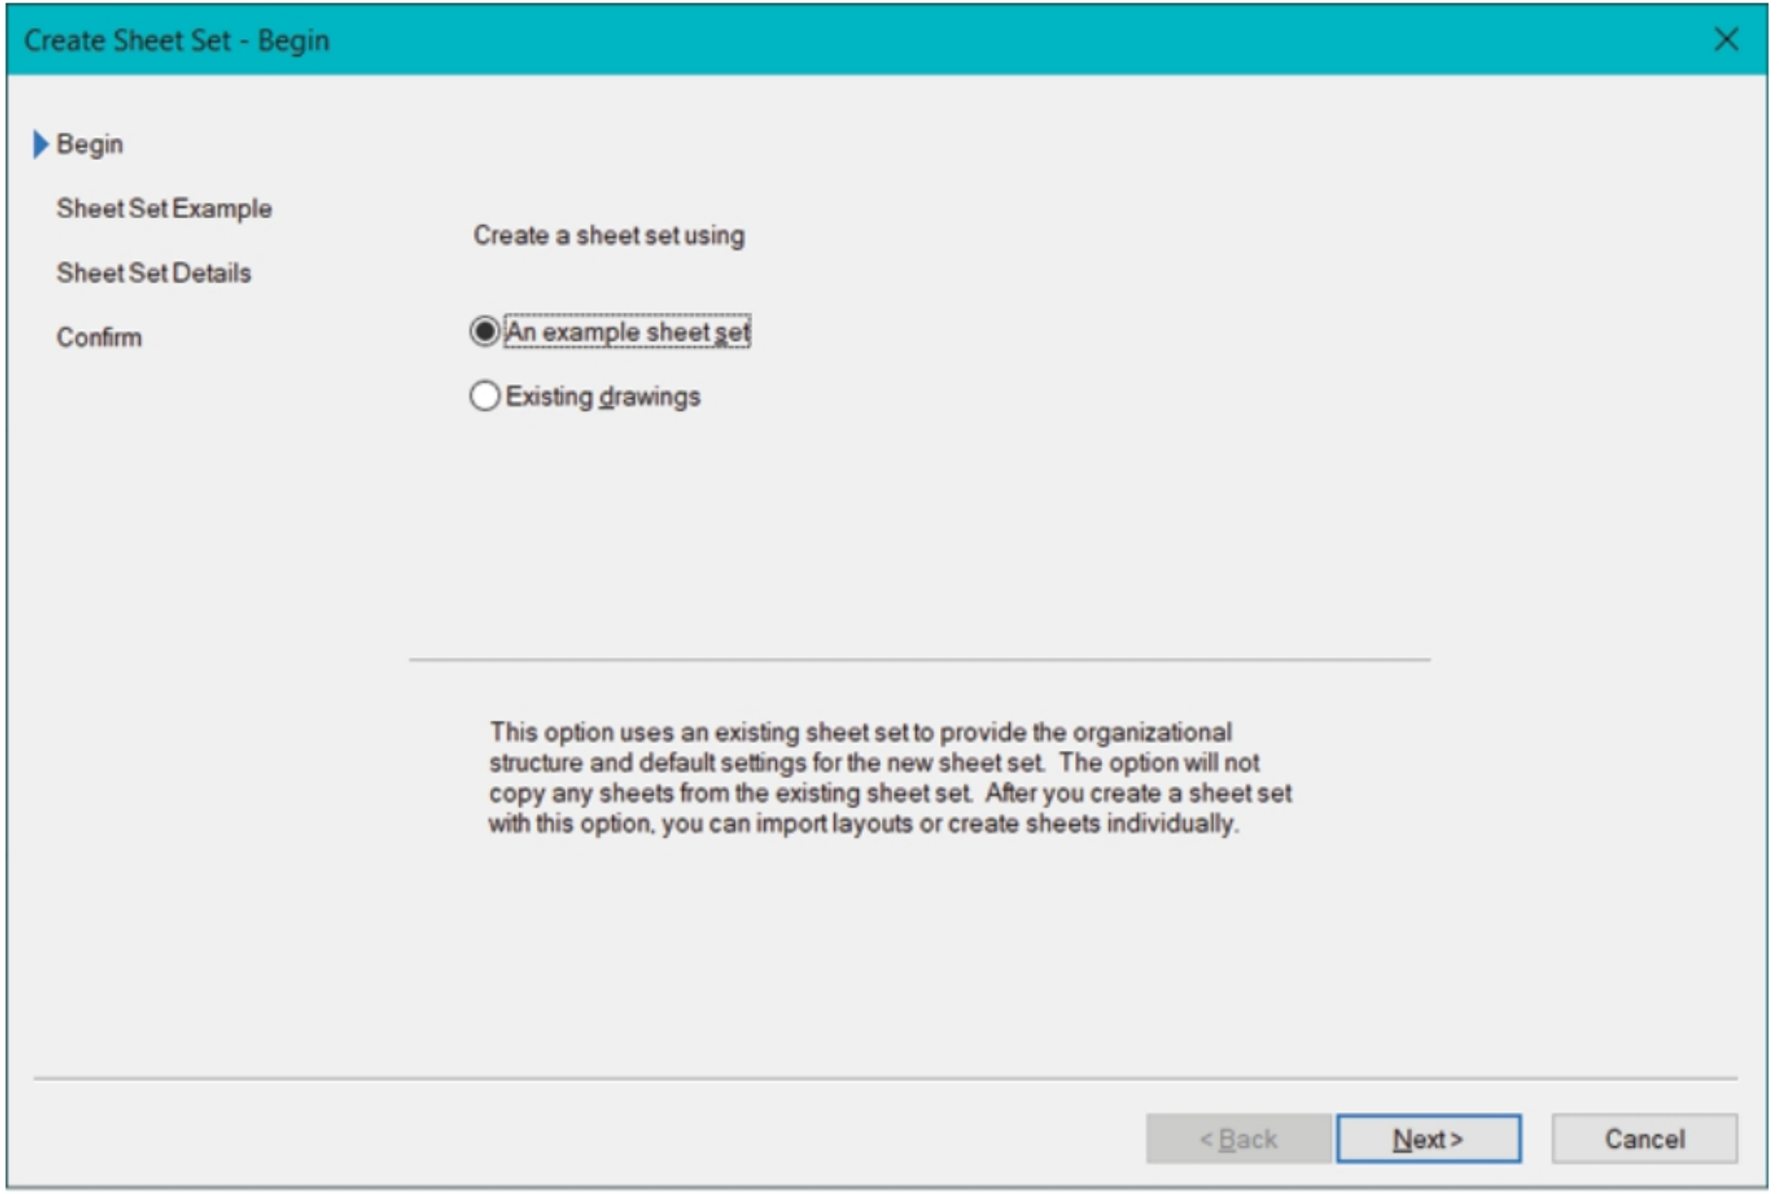

Figure-29. Begin page of Create Sheet Set dialog box
- Click on the **Sheet Set** option from the **New** options in the **Application Menu**. The **Begin** page of **Create Sheet Set** dialog box will be displayed; refer to Figure-29.